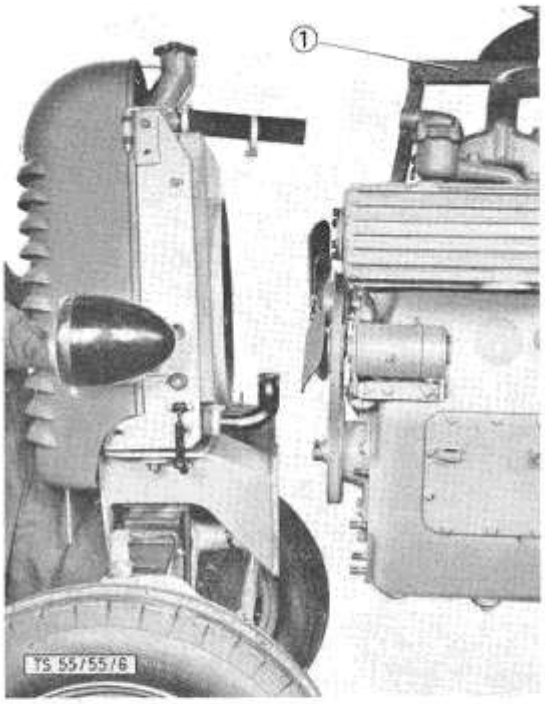

Bild 6: **Abbauen der Vorderachse samt Kühler**
16. Muttern (2/12) vom Lagerbock (6 Stück) lösen und mit Vorderachse samt Kühler und Kühlermaske nach vorne abfahren (Bild 6).